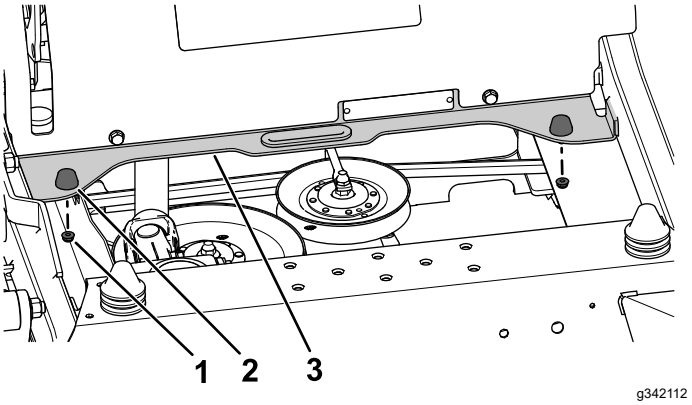

Figuur 11
2. Verwijder de 2 borgmoeren (¼") van de rubberen aanslagen op de dwarsbeugel (Figuur 11).